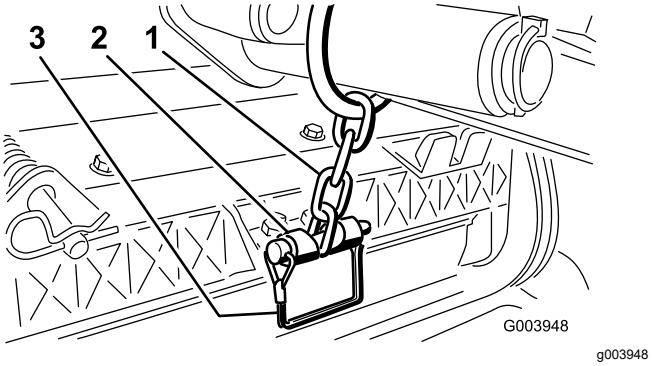

Figuur 12
13. Bevestig de ketting van de hefarm aan de kettingbeugel met de borgpen (Figuur 12).